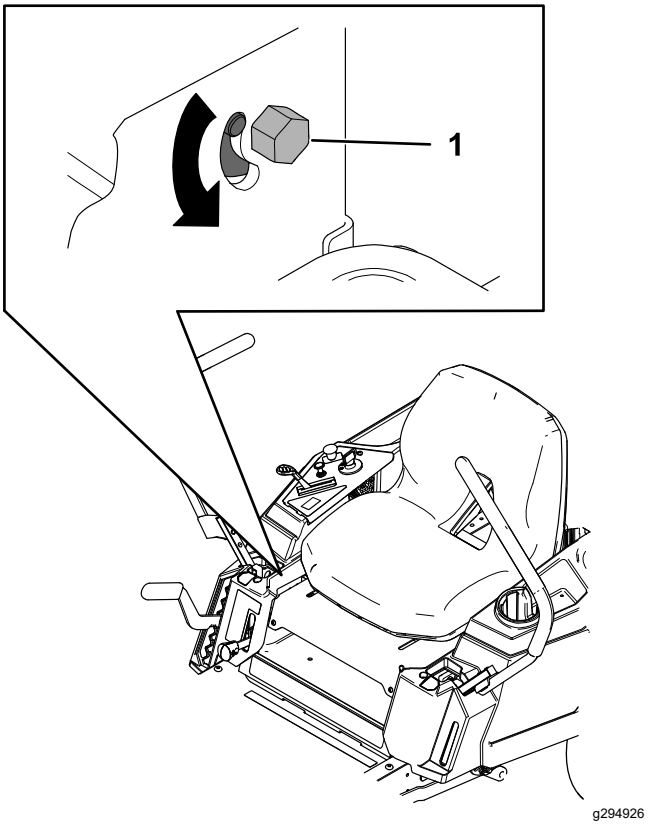

Rysunek 54
3. Odszukaj śrubę regulacyjną układu jezdnego w pobliżu dźwigni sterowania jazdy po stronie wymagającej regulacji (Rysunek 54).